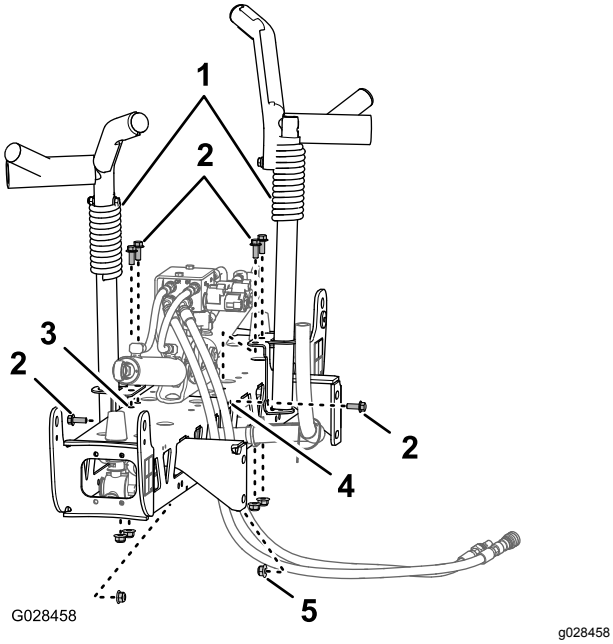
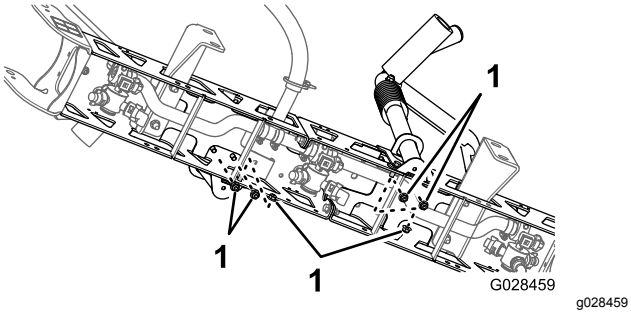

**Figur 27**
**Figur 28**
2. Rett inn bomtransportunderstellet med den midtre bomseksjonen (Figur 27).
3. Monter understellet til bomseksjonen (Figur 27) og (Figur 28) med seks bolter (⅜ x 1 tomme) og seks flenslåsemuttere (⅜ tomme).